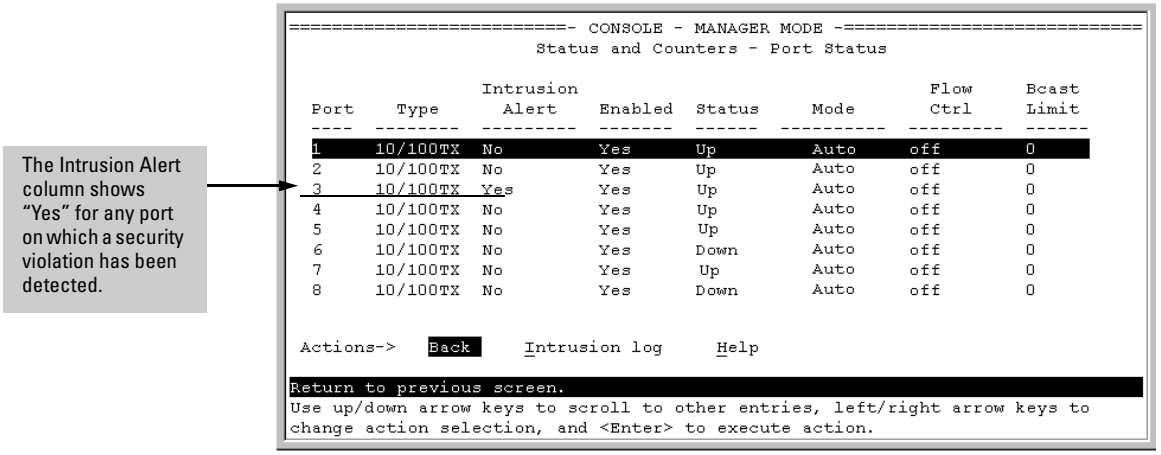

Figure 7-7. Example of Port Status Screen with Intrusion Alert on Port 3
- Because the Port Status screen (figure 7-7 on page 7-24) does not indicate an intrusion for port 1, the alert flag for the intrusion on port 1 has already been reset.